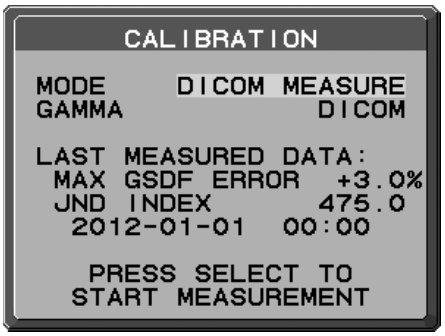

Рисунок D.1
2. Используйте кнопки ВЛЕВО или ВПРАВО, чтобы в настройке РЕЖИМ выбрать команду ИЗМЕРЕНИЕ DICOM **(Рисунок D.1)**.